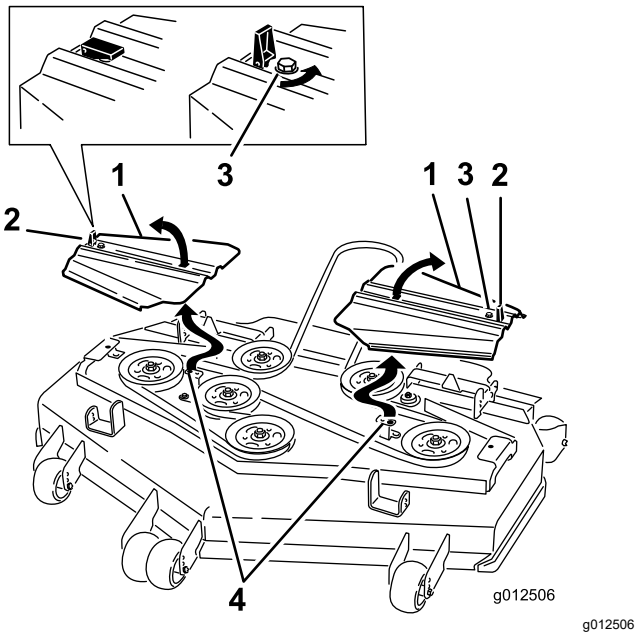

Figur 86
14. Montera remkåporna och för in flikarna i spåren. Montera skruvarna och lås spärrhakarna (Figur 86).